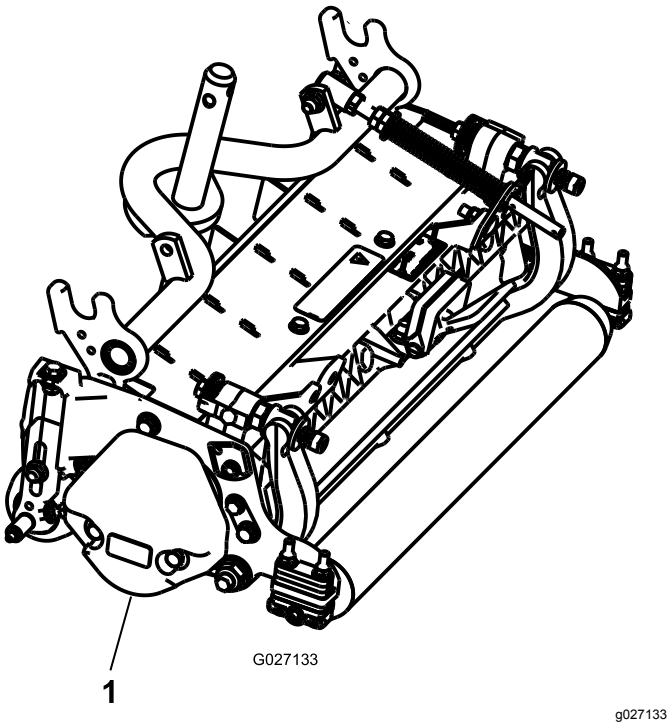

Figur 4
3. Sørg for, at kontravægten (Figur 4) er monteret i den rigtige ende af klippeenheden som beskrevet i kontravægtsættets *monteringsvejledning*.